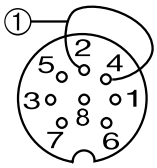

Fig. 4-1: Pin assignments BKS, connector type BTL
① The analog transducer outputs are potential-free. When connecting to a module with non-potential-free inputs, ground loops may cause erroneous signals. Avoid this by defeating the potential-free function in the transducer: jumper Pin 2 and Pin 4 in the female connector (Fig. 4-1).
② A small voltage difference (< 10 mV) appears between pin 3 and 6 due to seperate output drivers.
③ Unused leads can be tied to GND on the control side, but they must never be connected to the shield.
④ Reference GND for supply voltage and EMC!